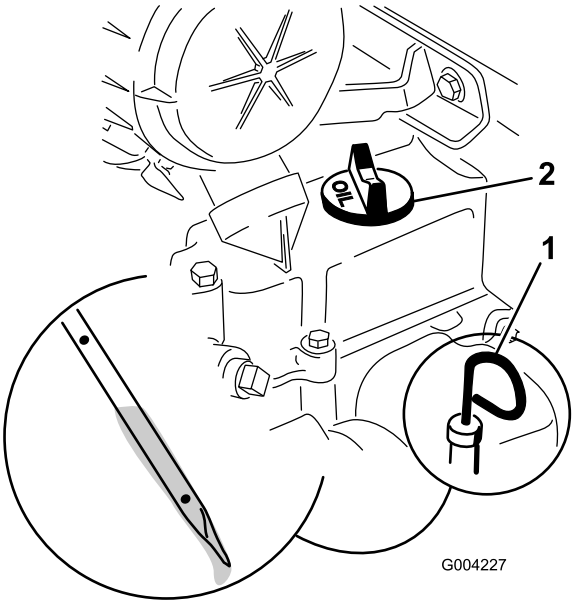

Figur 15
2. Ta ut oljestickan och torka av den med en ren trasa (Figur 15).
3. Sätt i oljestickan i röret och se till att den sitter som den ska (Figur 15).
4. Ta ut oljestickan och kontrollera oljenivån (Figur 15).
5. Om oljenivån är låg tar du bort oljepåfyllningslocket (Figur 15) och fyller på så mycket olja att nivån når upp till markeringen ”Full” på oljestickan.
6. Sätt tillbaka oljestickan så att den sitter ordentligt (Figur 15).